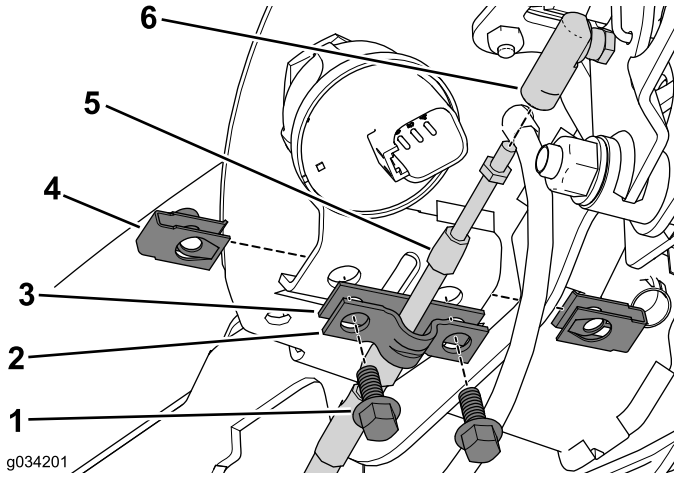

図 5
1. ケーブルクランプとシムをコンソールアセンブリに固定しているボルト2本とナットクリップを外す図 5。
2. ケーブルクランプは保存、シムは捨てる図 5。
3. ケーブルコネクタからニュートラルロックケーブルを外す図 5。